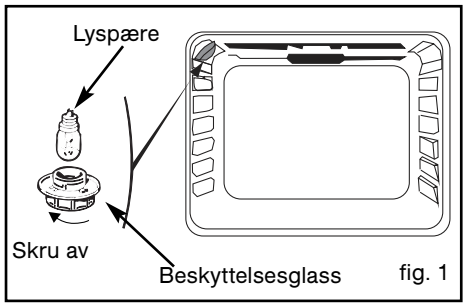

fig. 1
b) Skru av lampens beskyttelsesglass (fig. 1).